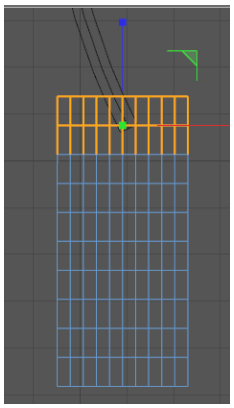

Figure 3-66 *The edges to be selected in the Top viewport*
11. Choose the **Edges** tool from the Modes Palette; *Cube* is displayed in the edge mode. Choose the **Live Selection** tool from the Command Palette. In the Attribute Manager, make sure the **Visible Only** check box is cleared in the **Options** area. Next, select the edges of *Cube* in the Top viewport, as shown in Figure 3-66.